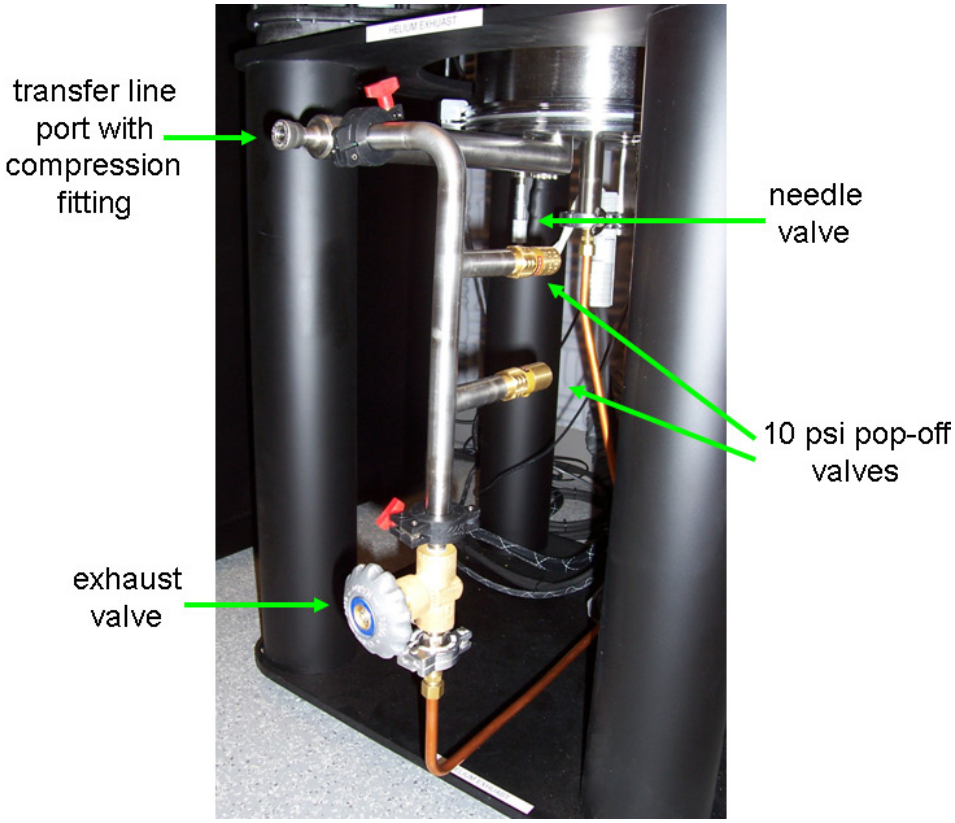

FIG 3. Bottom of chamber showing system valves and ports.
6. Open the exhaust valve completely (see Fig. 3).